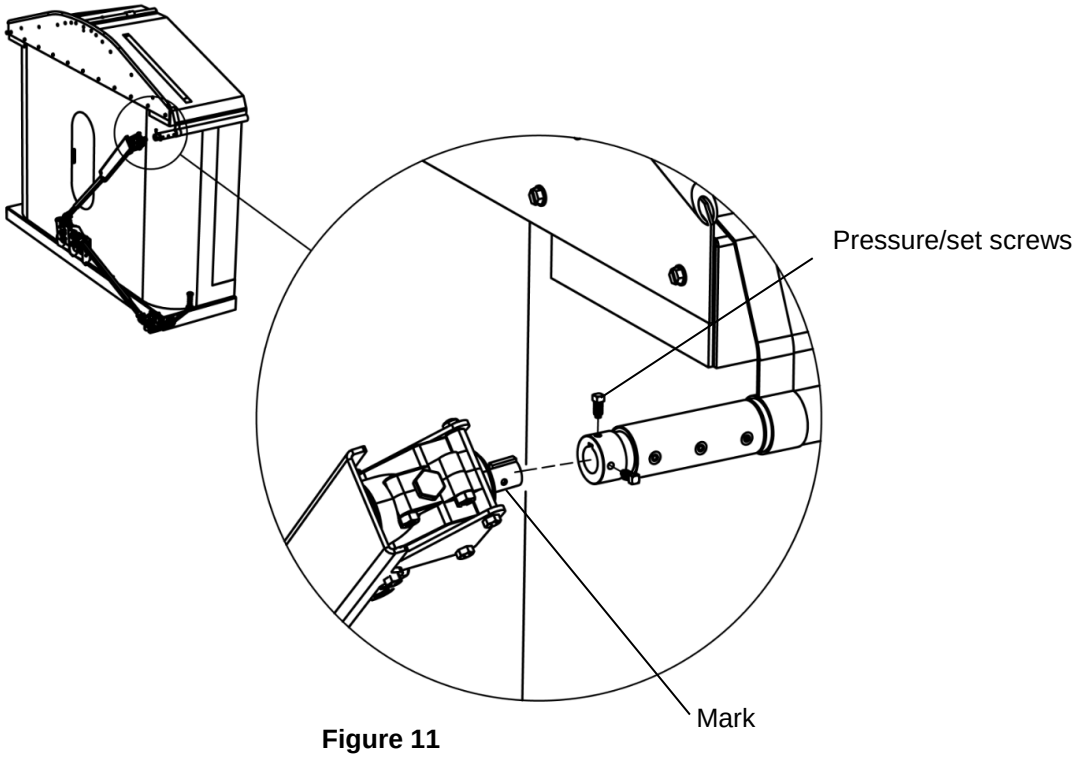

Figure 11
6. **Figure 11.** Connect the extremity/end of the gearbox to the roll pipe.